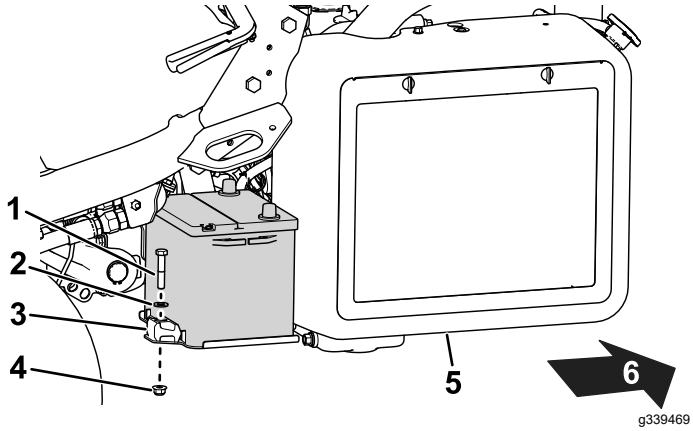

**Figur 39**
2. Fjern de fastgørelsesanordninger, der fastgør batteriet til bakken (Figur 39), og løft batteriet ud.
5. Placer batteriet på batteribakken, og fastgør det med de stænger og fastgørelsesanordninger, du fjernede tidligere (Figur 39).